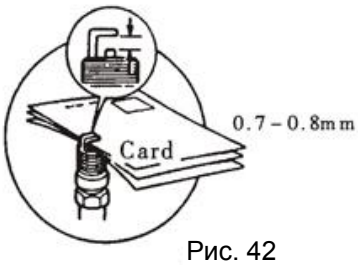

Рис. 42
7.2.4 Перевірте зазор запальної свічки та відрегулюйте його при необхідності. Зазор має бути 0,7 – 0,8 мм (Рис. 42).